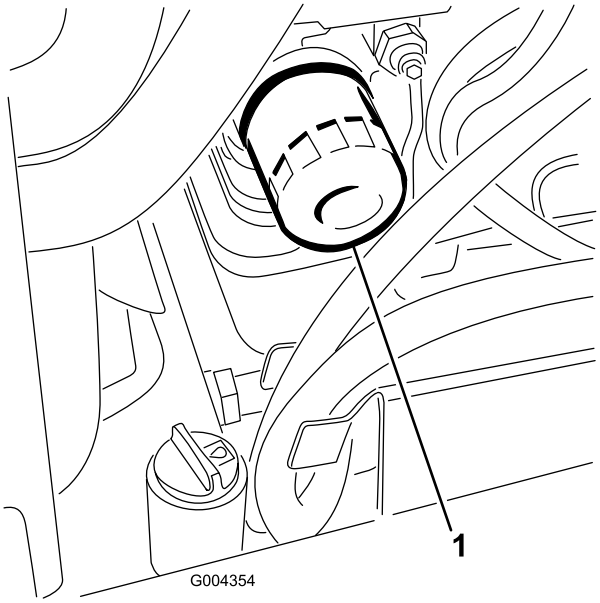

Figuur 45
4. Verwijder het oliefilter (Figuur 45).